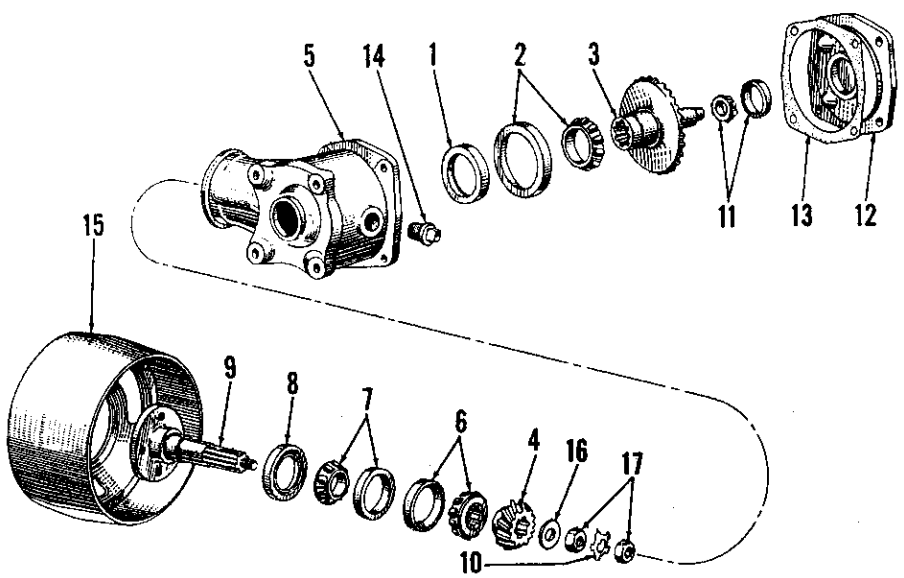

Fig. 366-Exploded view of belt pulley assembly available for models 2000 and 3000.
337. Refer to exploded view of unit in Fig. 366 and proceed as follows: Drain lubricant and remove cover (12). Straighten tabs on washer (10) and remove nuts (17), then remove shaft (9), outer bearing (7) and seal (8) from housing. Withdraw driven gear (4) and bearing (6) from housing. The drive gear (3) can now be removed. To renew seal (1), remove bearing (2) cup and drive seal to inside of housing. Install new seal with spring loaded lip to inside. To renew oil seal (8), pull bearing (7) cone and roller from shaft (9) and remove seal. Fit new seal over shaft with lip to inside and reinstall bearing cone and roller. Reinstall shaft, seal and bearing as unit is being reassembled.